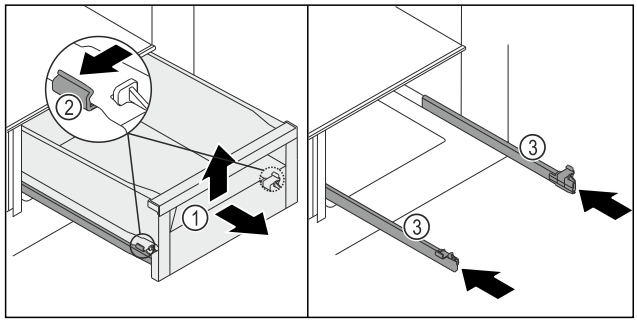

Fig. 116
▶ Vedä säilytyslokeroa *Fig. 116 (1)* ulos rajoittimeen saakka.
▶ Paina kiskoissa olevia liittimiä *Fig. 116 (2)* vasemmalla ja oikealla samanaikaisesti ulospäin.
▷ Säilytyslokero *Fig. 116 (1)* irtoaa kiskoista.
▶ Nosta säilytyslokeroa *Fig. 116 (1)* edestä ylöspäin.
▶ Ota säilytyslokero *Fig. 116 (1)* eteenpäin pois.
▶ Työnnä kiskot *Fig. 116 (3)* sisään.